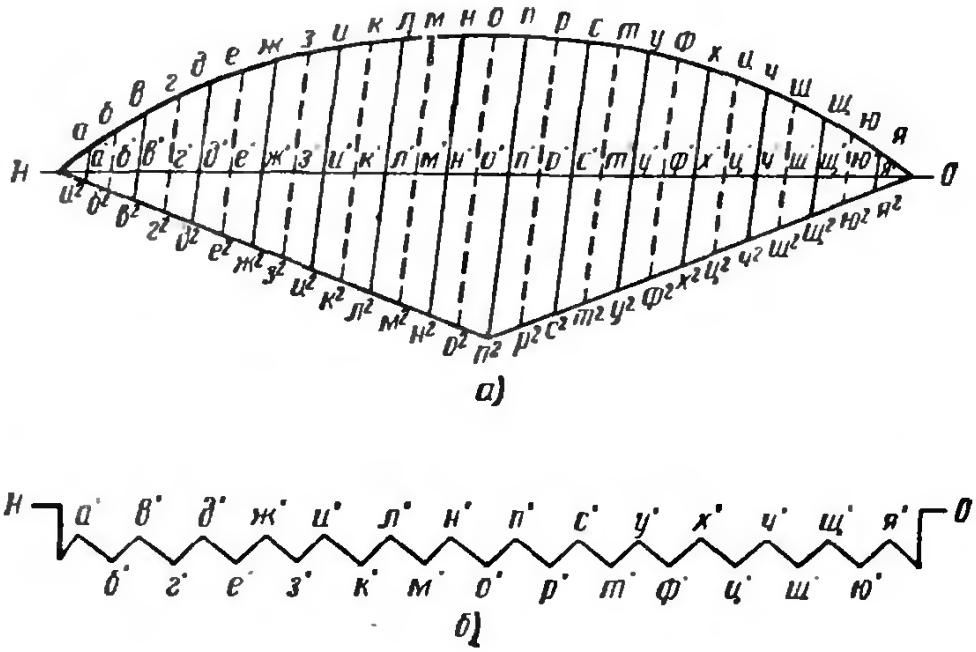

Рис. 82
6) повернуть доску так, чтобы линия *НО* (рис. 82, а) оказалась перпендикулярной линии плеч резчика, точка *О* была ближе, а точка *Н* — дальше от груди;
9) ножом *№ 3* или стамеской *№ 5* вырезать фигуры *аНа', а'б²ба, вбб²в'* и т. д. Границы граней по пунктирным линиям (бб², *гг', ее²* и т. д.) окажутся ниже границ граней по сплошным линиям (*аа'*, ее², *дд'* и т. д., рис. 82,б).